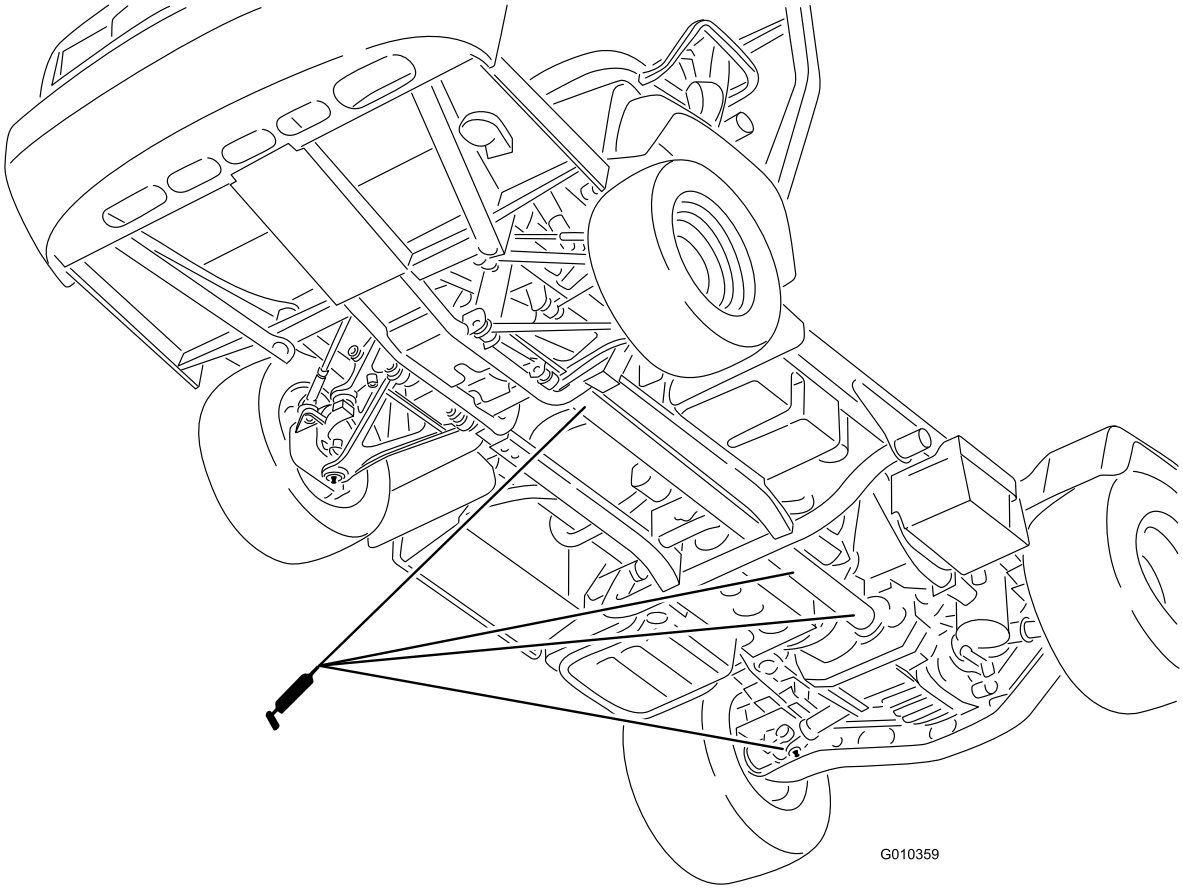

**Figur 39**
- U-samling (18) og 4-hjuls-drivaksel (3) (Figur 39)